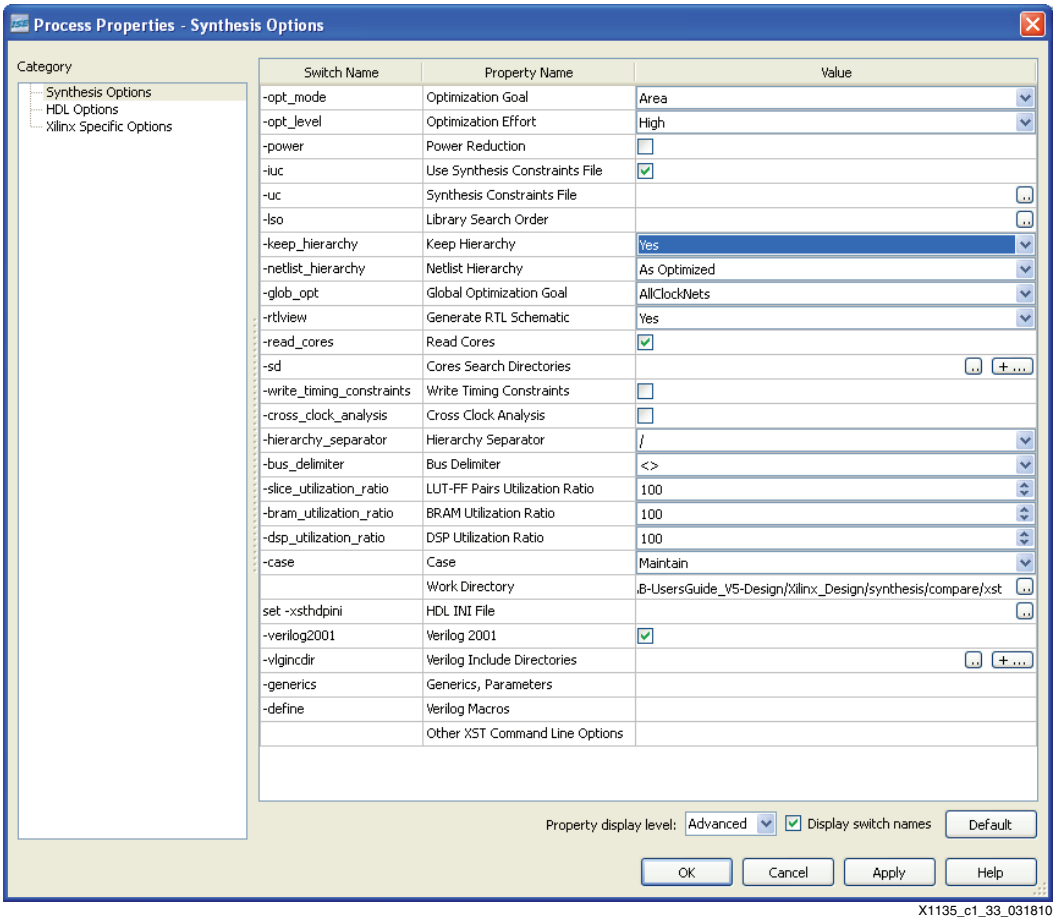

Figure 2-27: **Process Properties**
11. Right-click on the Synthesize-XST icon in the Processes window and select **Process Properties** (see Figure 2-27).